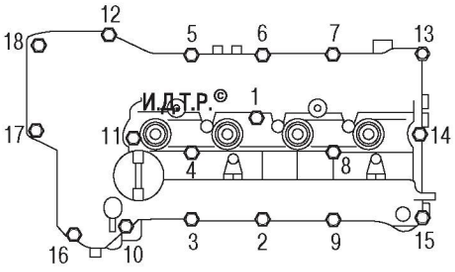

Рис. 5.17. Порядок затяжки болтов крепления крышки головки блока цилиндров
9. Установите прокладку и крышку головки блока цилиндров в порядке, обратном снятию. Болты крепления затягивайте в порядке, указанном на рис. 5.17, в два этапа: